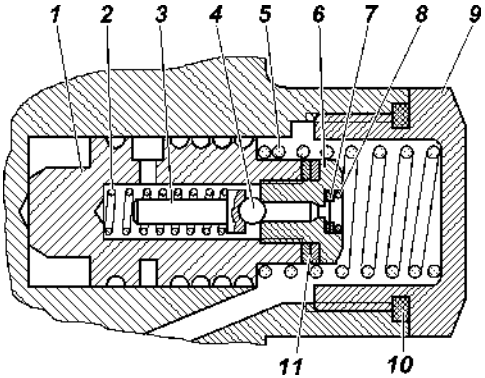

Рис. 9.23. Расходный и предохранительный клапаны насоса:
1. Отверните пробку-заглушку 9 (рис. 9.23), расположенную над выходным отверстием насоса.